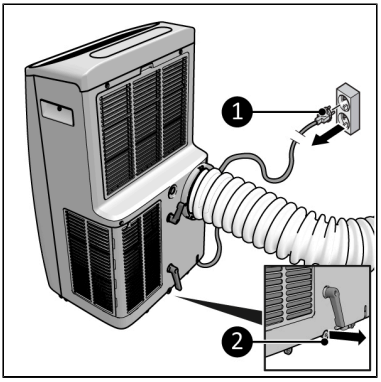

Figure 34.
1. Make sure the device is switched off and the plug is removed from the power outlet (Figure 34, pos. 2).
2. Remove the cap from the water discharge point (Figure 34, pos. 2), drain the tank in a container or a well.